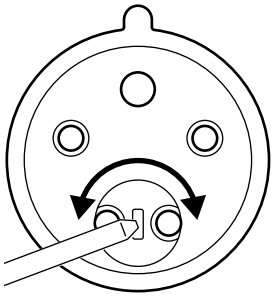

Fig. 15
3. Kontrollera rotationsriktning på fläktmotorn. Fläktmotorns rotationsriktning kontrolleras genom att starta fläkten, därefter stanna fläkten. När varvtalet avtar syns vilket håll motorn roterar genom skyddskåpan för fläktkylning (där dekalen sitter, enligt **Fig. 1**, pos 6). Om rotationsriktningen är felaktig, fasvänd i stickproppen med platt mejsel enligt **Fig. 15**.